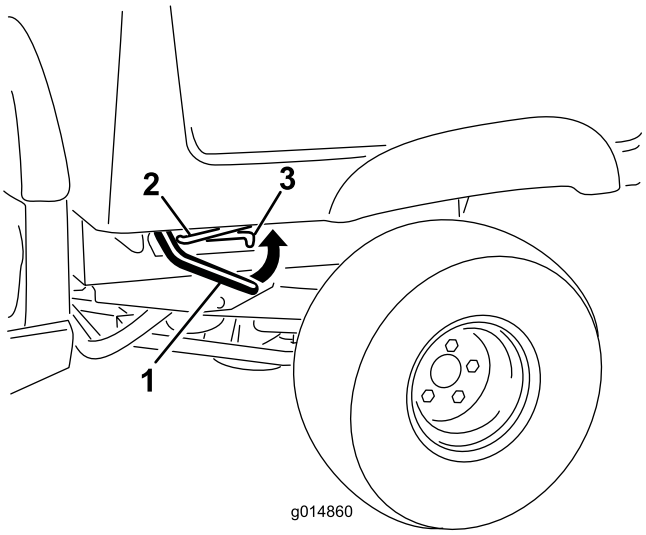

Figur 1
2. Lyft upp spaken på någon sida om lådan och lyft upp lådan (Figur 1).
3. Säkra lådan genom att skjuta in stöttan i skåran (Figur 1).